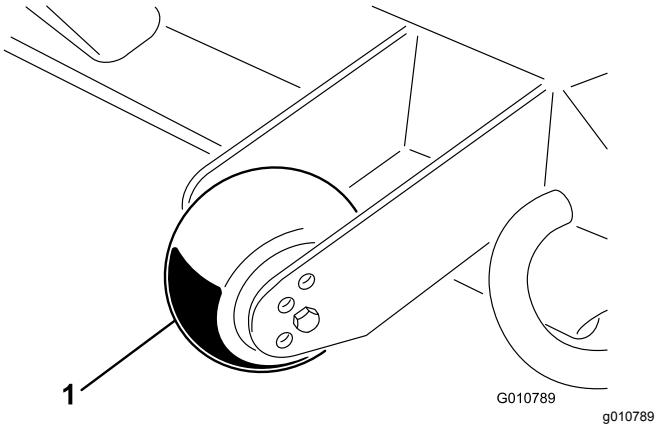

Figur 12
1. Fjern bolten og mutteren som fester støttehjulet til klippeenhetsrammen (Figur 12).